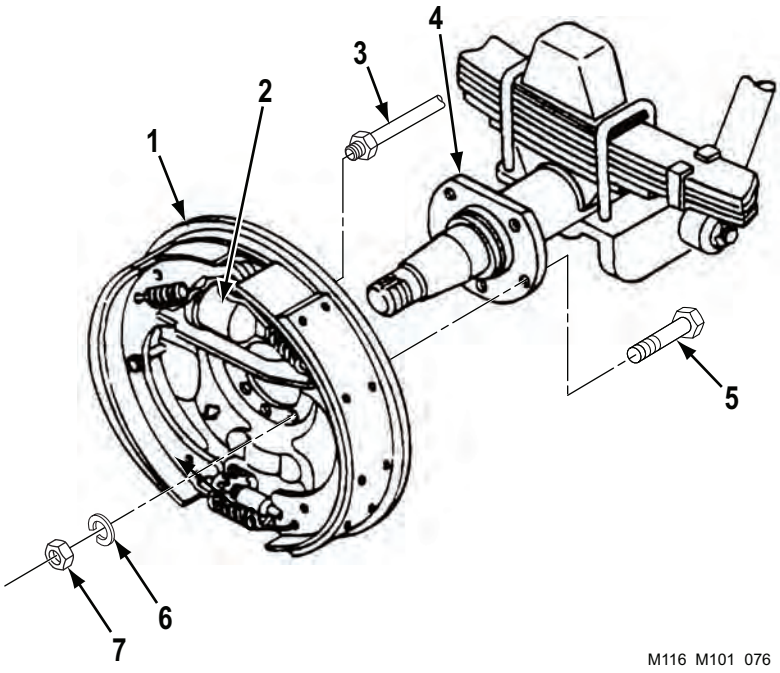

Figure 2. Backing Plate Removal.
4. Disconnect hydraulic tube assembly (Figure 2, Item 3) from wheel cylinder (Figure 2, Item 2) at backing plate (Figure 2, Item 1).
5. Remove five nuts (Figure 2, Item 7), lockwashers (Figure 2, Item 6), and cap screws (Figure 2, Item 5) and backing plate (Figure 2, Item 1) from axle (Figure 2, Item 4). Discard lockwashers (Figure 2, Item 6).